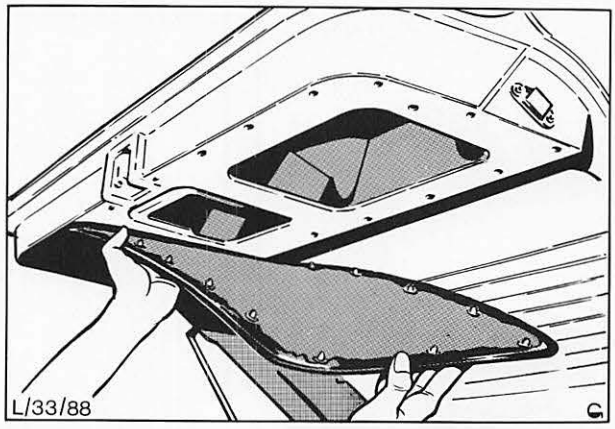

Abb. 41 Ausbau der Rückwandtürverkleidung
1. Verkleidung der Rückwandtür abbauen, Abb. 41.